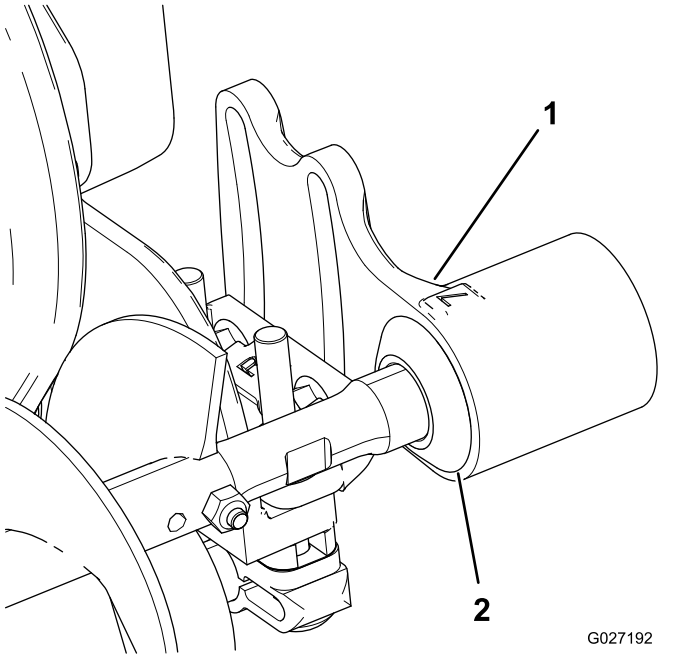

Figura 11
1. Deslice cada retén hacia el exterior hasta que los sellos toquen ligeramente el alojamiento de cada cojinete (Figura 11).